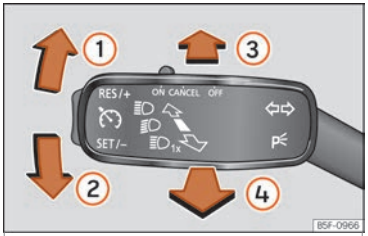

Abb. 114 Blinker- und Fernlichthebel.
- Drücken Sie den Blinker- und Fernlichthebel aus der Ausgangsstellung nach vorne ››› **Abb. 114** ③. Wenn die Kontrollleuchte am Bildschirm des Kombi-Instruments aufleuchtet, ist der Fernlichtassistent eingeschaltet.
- **ODER:** Ziehen Sie bei eingeschaltetem Fernlicht den Blinker- und Fernlichthebel nach hinten ››› **Abb. 114** ④.